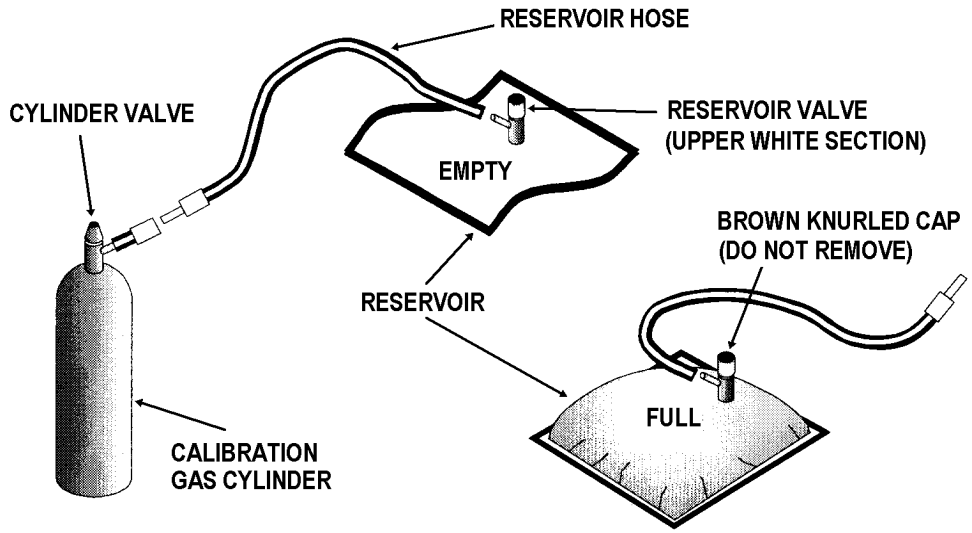

Figure 6-11. Calibration Gas Cylinder and Reservoir
b. Remove the plastic cap (not shown) from the calibration gas cylinder. See figure 6-11. Ensure the knurled knob on the cylinder valve is fully backed off (fully counterclockwise) and attach the valve to the gas cylinder.
c. Purge the calibration reservoir by turning the upper white section of the reservoir valve two turns counterclockwise. See figure 6-11. Expel as much air from the reservoir as possible. When the bag is emptied of air, shut the reservoir valve.